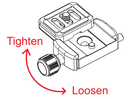

Fig.3-1
3. Install and Remove the Quick Release Plate (Fig.3-1 to Fig.3-4).